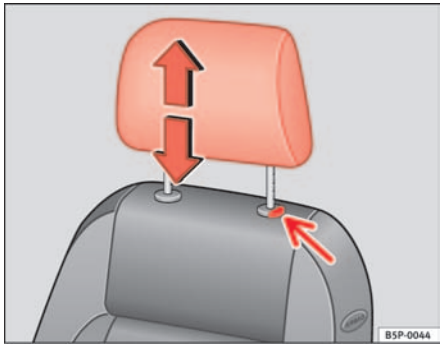

Fig. 92 Adjusting and removing the headrests
– Press the button ⇒ fig. 92 (arrow).